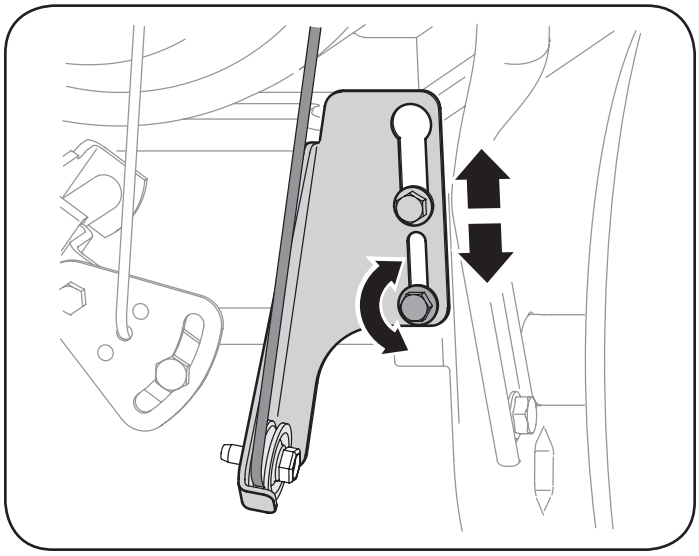

Figura 24
5. Afloje la tuerca hexagonal inferior del soporte del cable de la transmisión. Vea la figura 24.